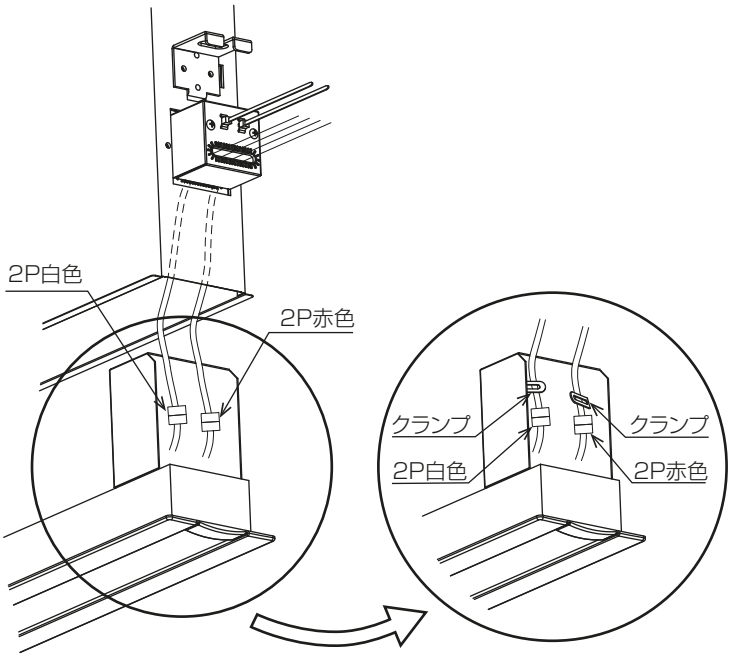

図 15
- ②グリルのモーターからでているコネクタと⑪端子ボックスからでているコネクタをつないでください。（**図 15**）